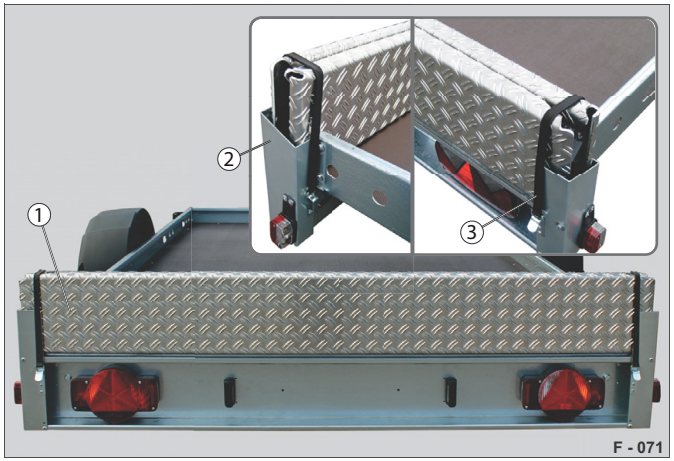

Abb. 74 Příklad: KFT, nájezdové kolejnice v jízdní poloze
▶ Umístěte nájezdové kolejnice (Abb. 74/1) navzájem přesazené do vedení kolejnic (Abb. 74/2) vpravo/vlevo.
▶ Na nájezdové kolejnice navlékněte gumový pás (Abb. 74/3).